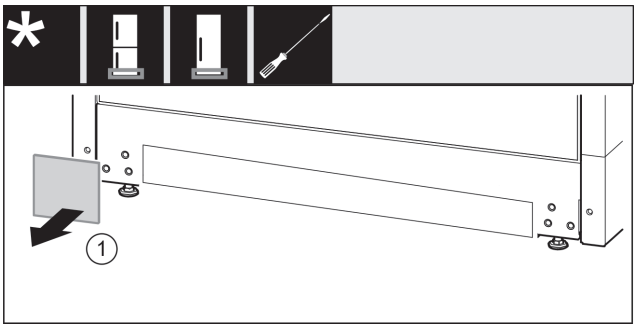

Fig. 18
- ▶ Abdeckung *Fig. 18 (1)* abnehmen.